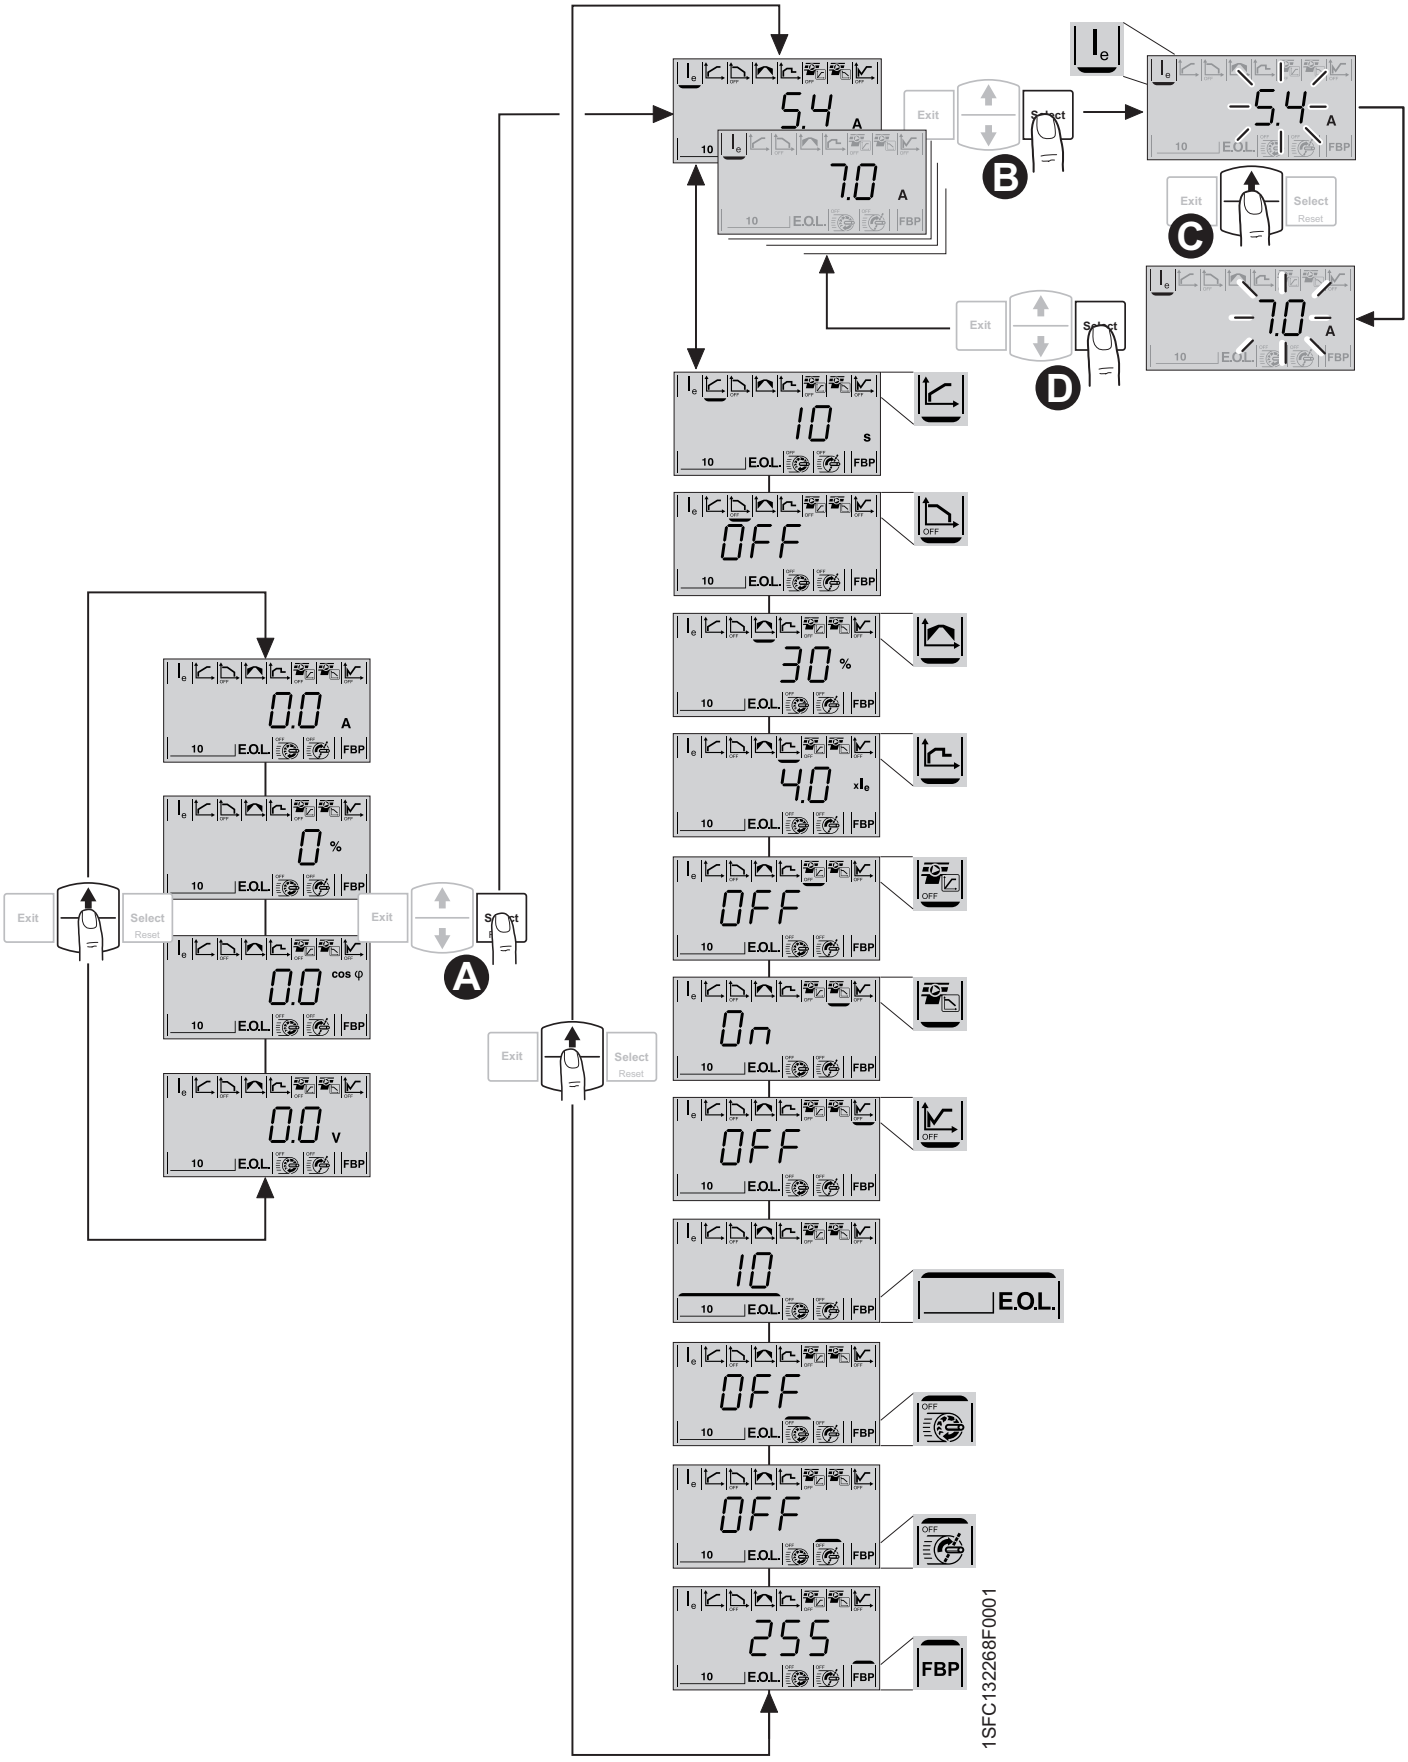

Figure 6.10: Navigating the menu
3. Press the Select key to Enter the Settings level. See Ⓐ in figure 6.10. A cursor is marking the accessible parameter, in this case Rated Current I_e.
4. Press Select key again to enable editing of the parameter Rated Current. See Ⓑ in figure 6.10. A flashing value on the middle row indicates that the parameter is available for scrolling and for selection.
5. Increase or decrease the value by pressing Navigation key repeatedly. Holding the key down will speed up the scrolling. See Ⓒ in figure 6.10.
6. When the rated current of the motor is reached, press the Select key again to save. See Ⓓ in figure 6.10.